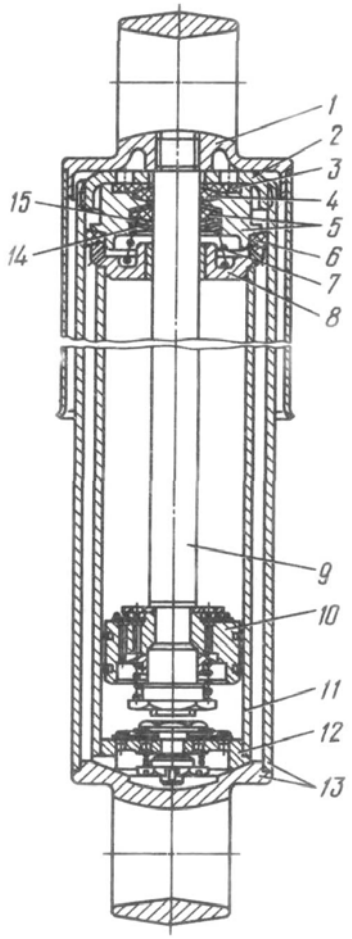
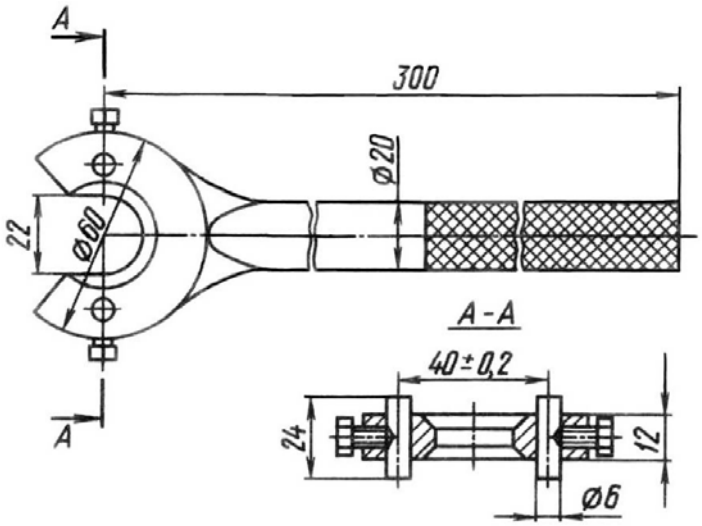

Рис.61. Амортизатор:
Рис.62. Ключ для подтяжки гайки резервуара
1. Закрепите амортизатор за нижнюю головку корпуса 13 (рис.61) в тисках и выдвиньте шток 9 с поршнем 10 до отказа вверх, отверните гайку 2 резервуара специальным ключом (рис.62).
2. Легким покачиванием за верхнюю головку 1 (см. рис.61) выньте шток 9 вместе с поршнем 10, крышкой 8 цилиндра, уплотнительным кольцом 6, корпусом 5 манжеты с манжетой в сборе, пружиной 7, двумя шайбами 15 и 14, защитным кольцом 3.